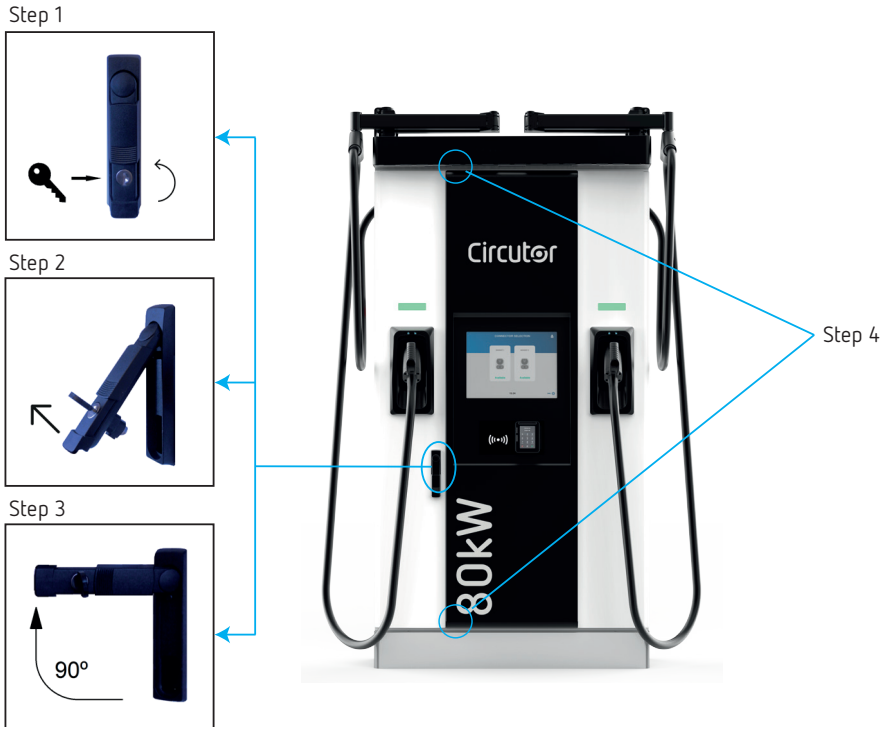

Figure 18: Opening the device.
The steps for opening the device are shown in **Figure 18**:
Step 4: Pull the right-hand door (there are two magnets, as shown in **Figure 18**).